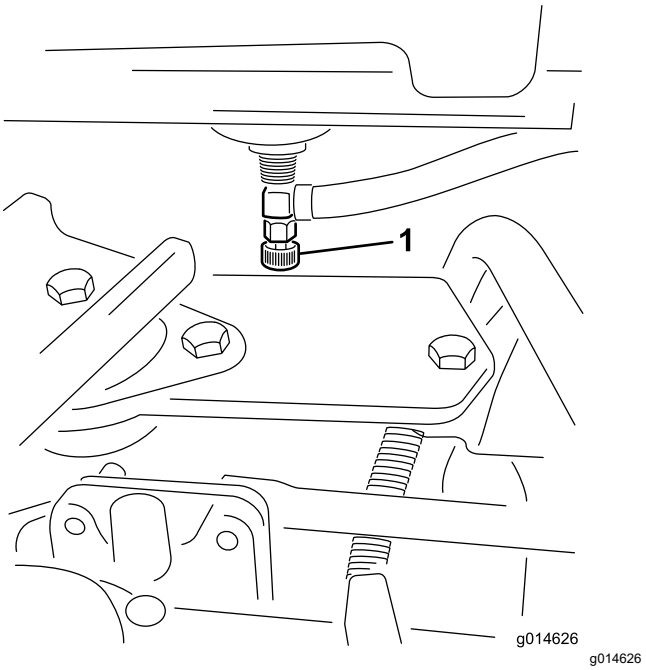

**Rysunek 34**
1. Zamknij zawór odcinający paliwo (Rysunek 34) znajdujący się pod zbiornikiem paliwa.